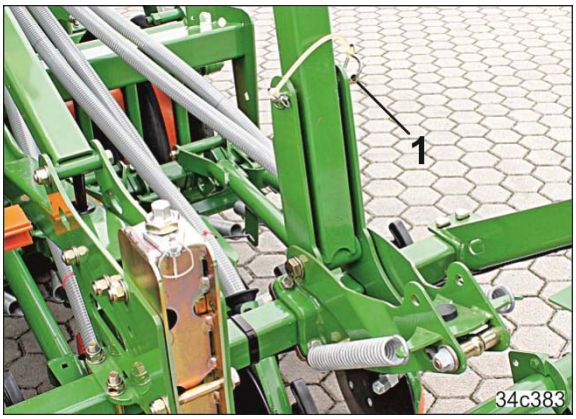

Fig. 158
4. Den mit einem Klappstecker gesicherten Bolzen (Fig. 158/1) entfernen.
7. Den Spurscheibenträger mit einem Bolzen (Fig. 158/3) abstecken und mit einem Klappstecker sichern.